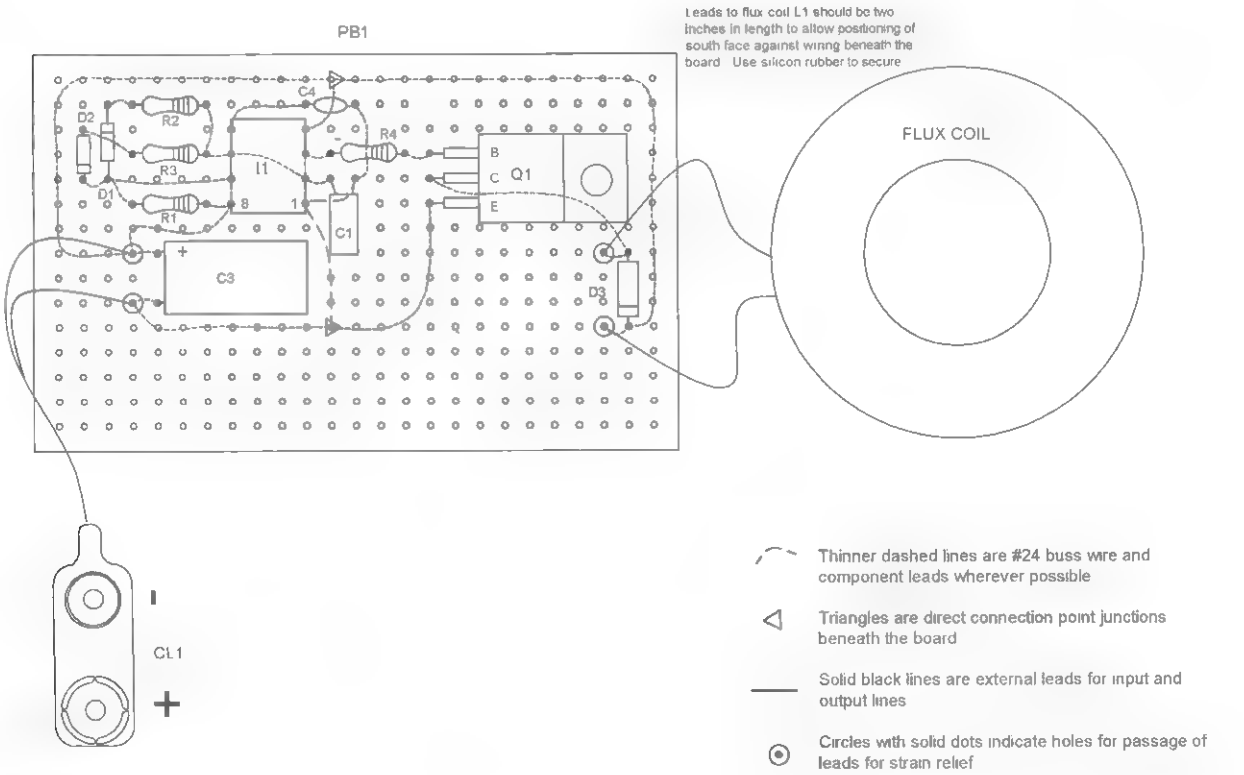

Figure 27-4 *Board assembly*
2. Cut a piece of .1-inch grid perforated board to a size of 2.6 × 1.8 inches, as shown in Figure 27-4. Locate and drill the holes as shown for the leads of battery clip CL1.
PBOARD	2.6 × 1.8 × .1-inch grid perforated board as shown in Figure 27-4